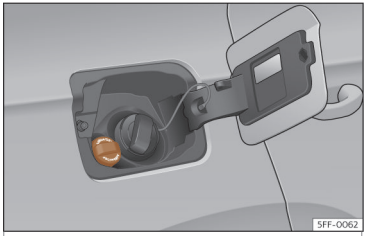

Fig. 204 Tapón de la boca de llenado del depósito de AdBlue.
- Abra la tapa del depósito››› fig. 204.
- Gire el tapón de cierre de la boca de llenado de SCR hacia la izquierda››› fig. 204.